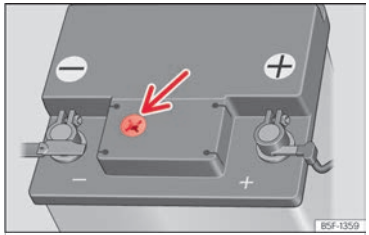

Fig. 252 Mirilla en la parte superior de la batería de 12 voltios (representación esquemática).
- Compruebe el indicador de color de la mirilla en la parte superior de la batería ››› **fig. 252**.